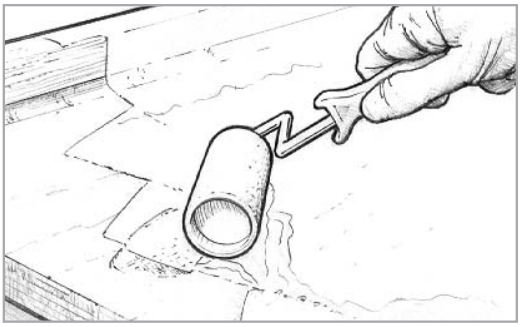

Figure 8-14 *Wet out porous surfaces before applying thickened fairing compound.*
2. Wet out porous surfaces with unthickened epoxy *(Figure 8-14)*.